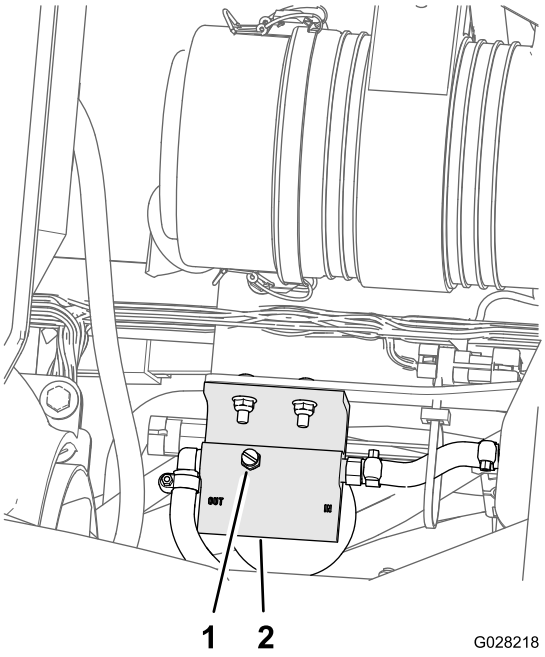

Figur 73
5. Lossa avluftarpluggen på bränslefiltret/vattenseparatorn (Figur 73)..
7. Dra åt avluftarpluggen (Figur 73) och vrid tändningslåset till det AVSTÄNGDA läget.